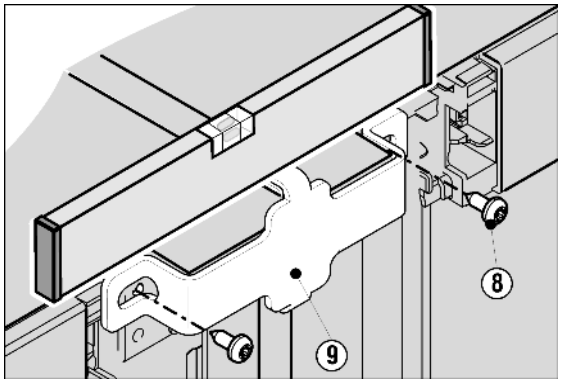

Fig. 13
- Push the appliances together, realign them, and while doing so, screw the large mounting bracket *Fig. 13 (9)* on the top front side of the appliance using the screws *Fig. 13 (8)*. Make preliminary holes (optional) or use a cordless screwdriver.